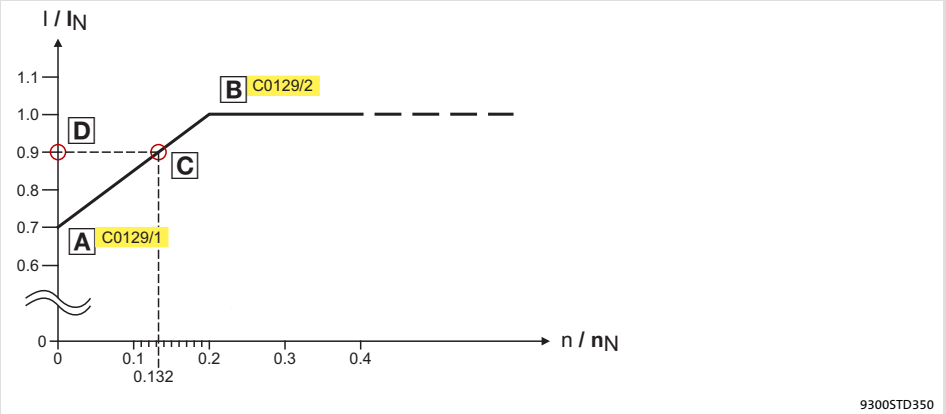

Fig. 8.2-5 Working point in the range of characteristic lowering
The lowered speed / torque characteristic (Fig. 8.2-5) reduces the permissible thermal load of self-ventilated standard motors. The characteristic is a line the definition of which requires two points:
In Fig. 8.2-5, the motor speed and the corresponding permissible motor torque (D) can be read for each working point (C on the characteristic (A) ... B). D can also be calculated using the values in **C0129/1** and **C0129/2** (evaluation coefficient "y", 📖 8.2-10).